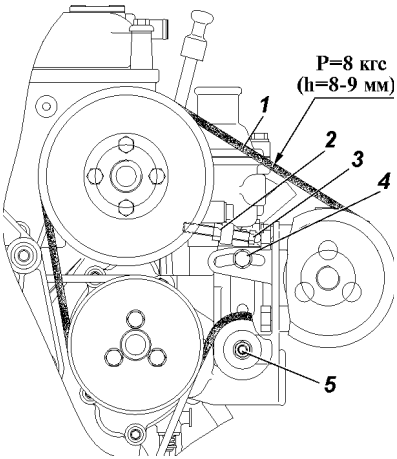

Рис. 9.33. Ремень привода вентилятора и насоса гидроусилителя рулевого управления:
- ослабьте болт 4 (рис. 9.33) и контргайку 2;